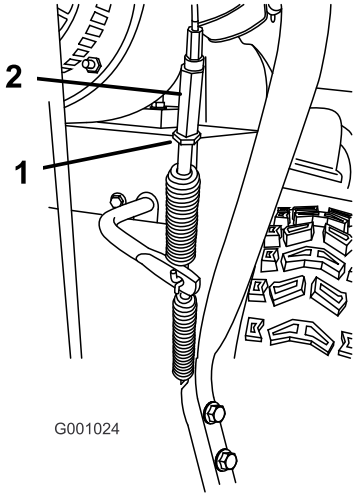

Figura 37
1. Allentate il controdado (Figura 37)
2. Allentate o serrate il tornichetto che regola la tensione sul cavo (Figura 37).